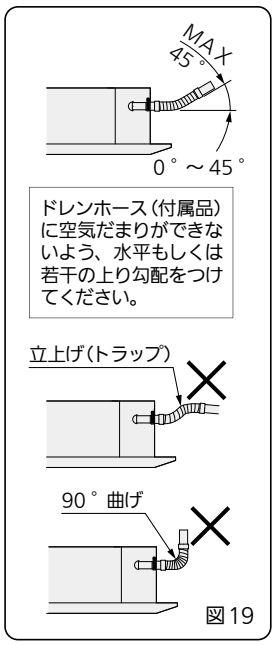

図 19
- 付属のドレンホースは 90 ° 曲げで使用しないでください。（最大 45 °）（図 19）